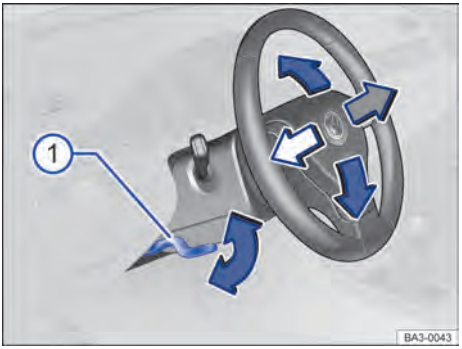

Fig. 63 Embaixo e a esquerda do volante junto com o revestimento da coluna de direção: alavanca de ajuste da posição do volante.
– Empurrar a alavanca para baixo segurando-a pelo seu manípulo → Fig. 63 ①.